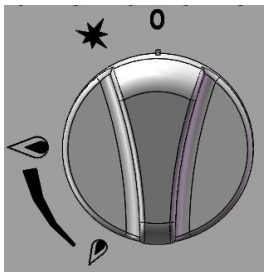

Fig.2
1. Quando la valvola è in posizione "O" (Fig.2), la valvola è in stato di chiusura.